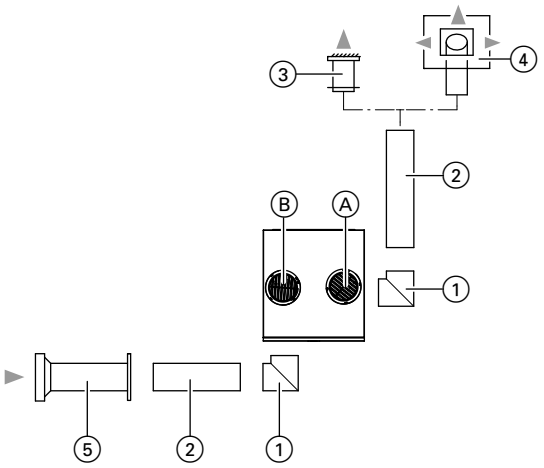

Abb. 22
1. Einzelne Leitungselemente mit Verbindungsstücken oder Muffen zusammenstecken: Siehe Systemdarstellung Abb. 22.